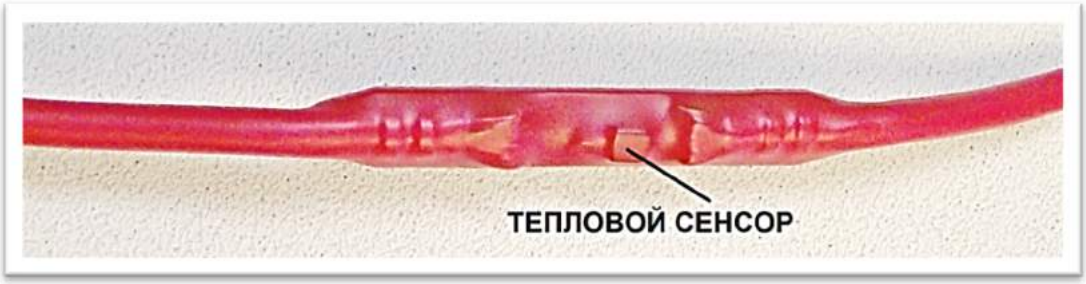

Рис.8. Внешний вид теплового датчика КХ “ProCab” ИПТМ, ИПКМ.
1.3.1. ИПТМ использует цифровые тепловые датчики 1-wire (рис.8). Как уже говорилось, УК кабельного хвоста знает о состоянии каждого датчика, температуру и прирост температуры по датчикам. По полученным данным выделяется сработка по порогу температуры и/или по скорости прироста температуры